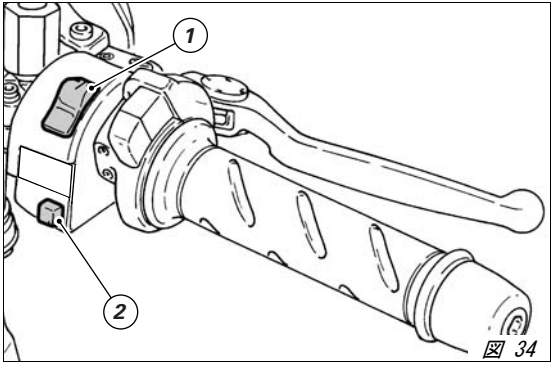

図 34
3) エンジンキルスイッチ（1、図 34）が ∩ (RUN) の位置になっていることを確認し、始動ボタン（2）を押します。